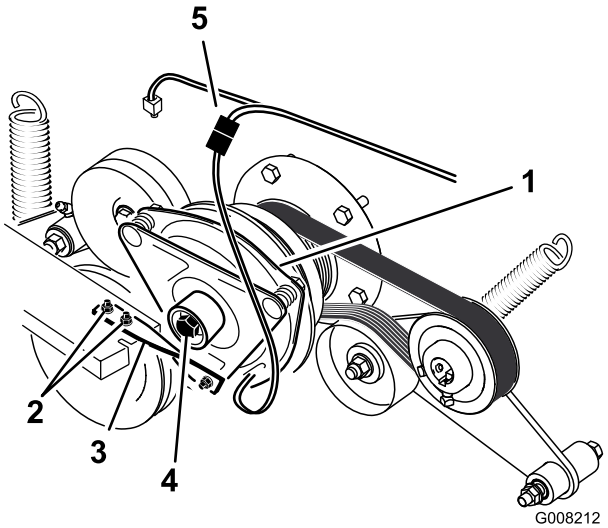

Figur 58
6. Tag koblingsstikket ud (Figur 58).
7. Fjern de to bolte, der fastholder gummikoblingsarmen til plæneklipperrammen (Figur 58).
8. Fjern den midterste bolt, der fastholder koblingen til motorens aksel, og fjern koblingen og nøglen (Figur 58).
15. Mens krumtapakslen holdes på maskinens bagende, monteres midterbolten og spændes til et moment på 68 Nm (Figur 58).
16. Monter gummikoblingsarmen på plæneklipperstellet med de to bolte og møtrikker, du fjernede tidligere (Figur 58).
18. Sæt koblingsstikket i (Figur 58).